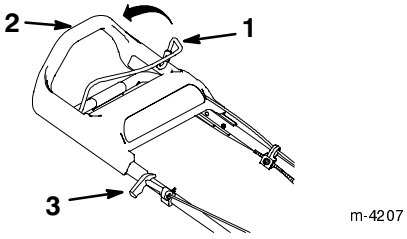

Figure 10
3. Hold the blade control bail against the upper handle (Fig. 10).
4. Pull the starter handle lightly until you feel resistance, then pull it sharply (Fig. 10). Allow the rope return to the handle slowly.